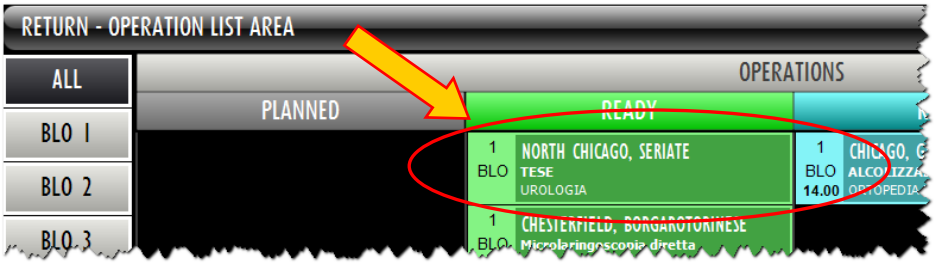

Fig 140 - Operation rectangle
- click the corresponding rectangle (Fig 140).